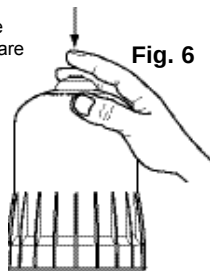

Fig. 6
- Premere il pulsante della valvola di spurgo in cima alla campana (Fig. 6).